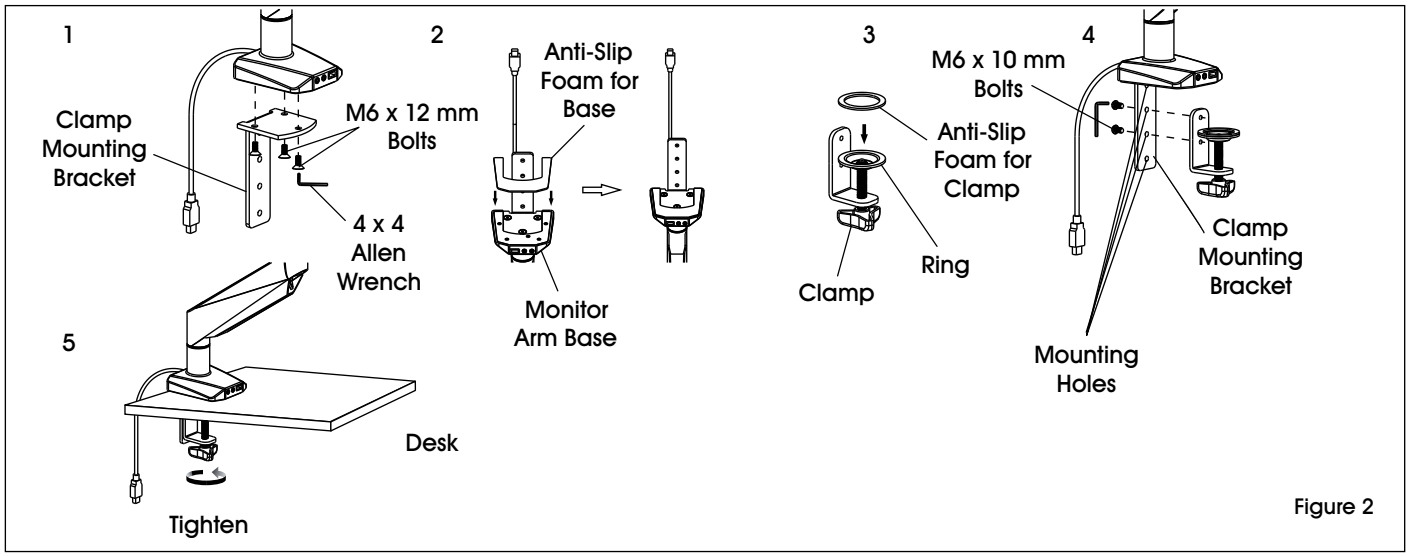

Figure 2
1. Attach clamp mounting bracket (2) to bottom of monitor arm base using M6 x 12 mm bolts (C) and 4 x 4 Allen wrench (F). (See Figure 2)
2. Apply anti-slip foam for base (5) to bottom of monitor arm base.
3. Apply anti-slip foam for clamp (4) over ring on clamp (3).
4. Attach clamp (3) to the clamp mounting bracket (2) using M6 x 10 mm bolts (D) and 4 x 4 Allen wrench (F).